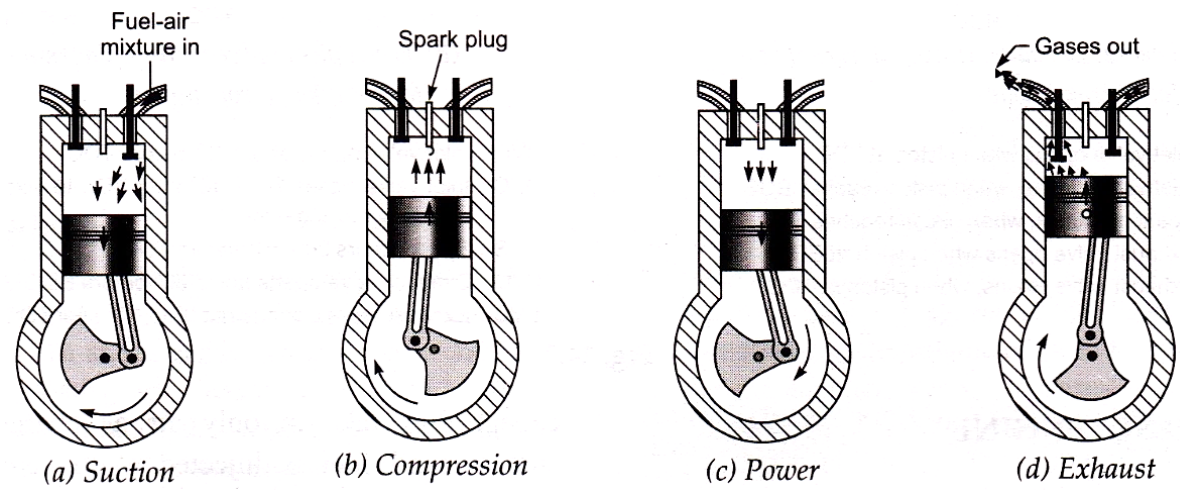

Figure 2.2 Operations of a Four Stroke Petrol Engine
1. **Suction Stroke** Suppose that the piston is very near to the top dead centre position (T.D.C.) [Fig 2.2 (a)]. During suction stroke the inlet valve is opened and the discharge valve is closed and the piston moves down (i.e. outward) due to rotation of the crankshaft either getting energy from the flywheel or a motor starter. As the piston move, vacuum is created between the piston and cylinder and the pressure in the cylinder drops below atmospheric pressure. The piston moves from the top dead centre to the bottom dead centre, the charge (mixture of fuel and air prepared in the carburettor) rushes inside the cylinder through inlet manifold and valve which is cam operated. The suction process continues till the piston reaches the bottom dead centre position (B.D.C.).
2. **Compression Stroke** During a compression stroke [Fig 2.2 (b)], both the valves are closed and the piston moves from bottom to top dead centre position. The charge or air is compressed up to a compression ratio which depends upon the type and need of the engine. Since both the valves are closed and the piston moves inwards, there is a reduction in volume of the charge which results in an increase of pressure and temperate of the cylinder contents. In petrol engines, the compression ratio varies from 6 to 12 and pressure and temperature at the end of compression are 7 to 14 bar and 250°C to 300°C respectively.
3. **Expansion Stroke** During power stroke [Fig 2.2 (c)], both the valves are closed. The power stroke includes combustion of fuel and expansion of the products of combustion. The combustion starts at the end of the compression stroke when the piston is approaching the T.D.C. position. In S.I. Engine a spark plug initiates the combustion. During combustion the chemical energy of the fuel is released and there is a rise in temperature and pressure of the gas. The temperature of the gases is increased to between 1800-2300°C and the pressure to 30–40 bar. The volume of the gas however remains constant during combustion. The high pressure and the high temperature of the products of combustion, thus obtained, pushes the piston outward from T.D.C. to B.D.C. position for expansion stroke. This reciprocating motion of the piston is converted into rotary motion by the crankshaft, connecting rod and crank mechanism.
4. **Exhaust Stroke** During this stroke, the piston moves from the bottom dead centre to the top dead centre, exhaust valve opens and the inlet valve remains closed [Fig 2.2 (d)]. Burnt gases of the previous stroke are expelled out from the cylinder by upward movement of the piston. At the end of the power stroke the pressure of the gas is about 4-5 bar which is higher than the exhaust manifold pressure.